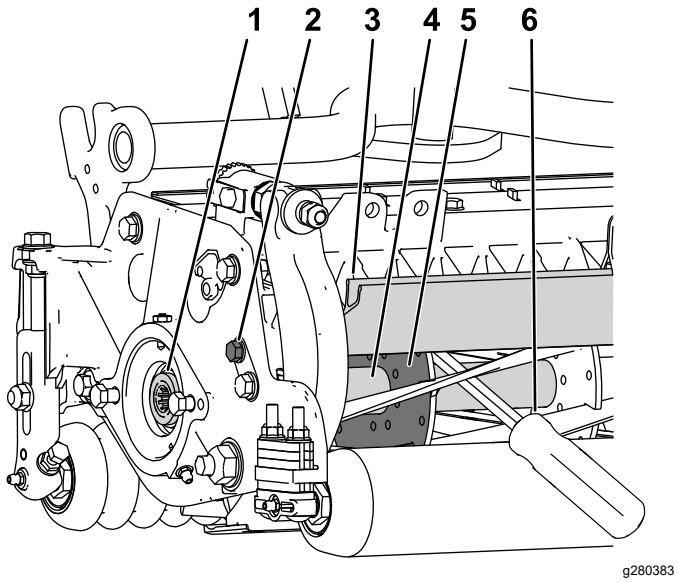

**Рисунок 28**
1. Ослабьте затяжку болта щитка на левой стороне режущего блока и поднимите задний щиток (Рисунок 28).
2. Вставьте монтировку с длинной ручкой (рекомендуется использовать монтировку размером 0,95 x 30 см [⅜ x 12 дюймов] с рукояткой как у отвертки) через заднюю часть режущего барабана, максимально близко к боковой части режущего блока, к которому вы будете прилагать крутящий момент (Рисунок 28).
3. Установите монтировку, прижав ее к сварной стороне опорной пластины барабана (Рисунок 28).